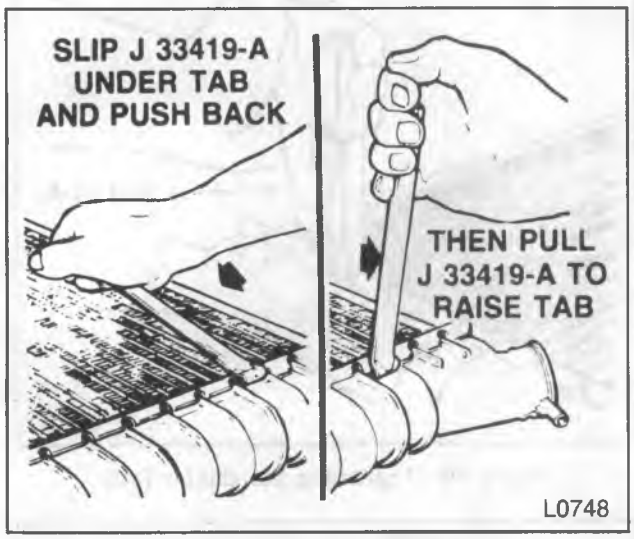

Figure 32—Opening the Clinch Tabs
1. Pry open the clinch tabs, except those under the inlet, outlet, and filler necks using J 33419-A or a screwdriver (figures 32 and 33). Lift the tabs only enough to allow removal.